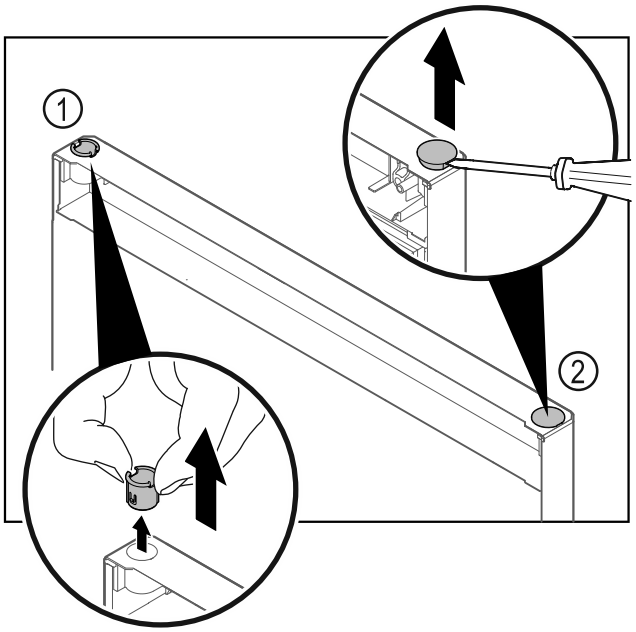

Fig. 20
- ▶ Extrageți bucșa balamalei *Fig. 20 (1)* cu degetele.
- ▶ Ridicați dopul de acoperire *Fig. 20 (2)* cu precauție cu o șurubelniță dreaptă și extrageți-l.